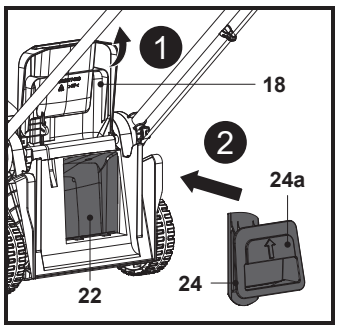

Fig. 12
1. Abra o resguardo do defletor traseiro (18), mantenha a pega com reentrância (24a) na posição e insira o encaixe do triturador (24) na conduta de descarga traseira (22) até ao fim (Fig. 12).